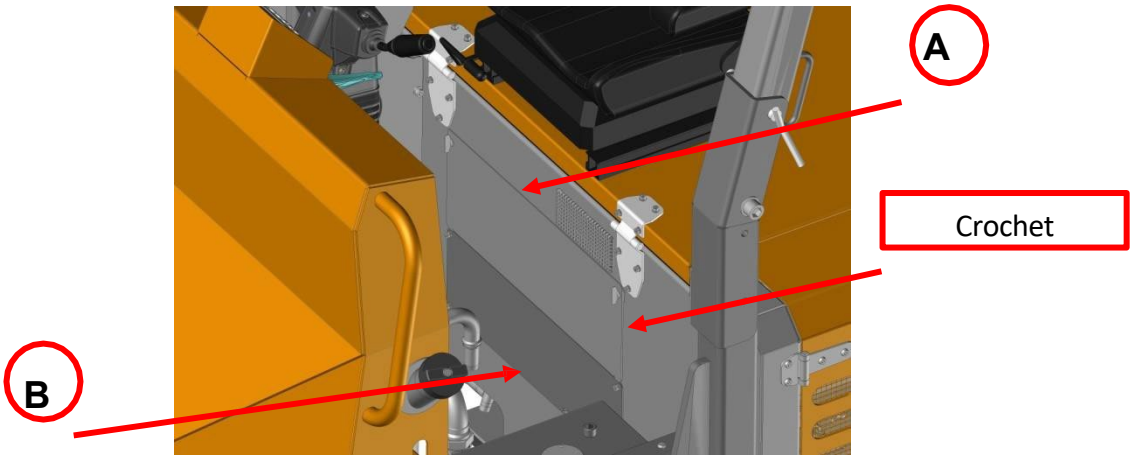

Figure 32. couvercle d'accès à la pompe hydraulique
d. Accès à la pompe hydraulique : Pour accéder à la pompe hydraulique illustrée à la figure 32 (A), comme indiqué sur le schéma. Si vous avez besoin de plus d'accès, utilisez la clé Allen n° 6 et retirez le cache B illustré à la figure 32. Pour accéder au couvercle B, vous devez d'abord retirer le marchepied comme indiqué dans la section précédente.